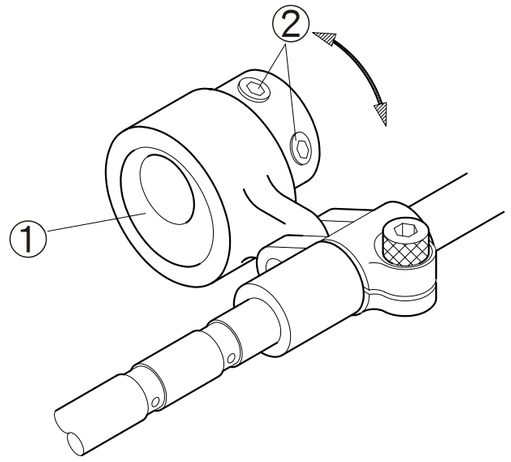

Fig. 9
3. Cuando ajuste, afloje el tornillo fijo 2 del elíptico 1, muévala de atrás a adelante para que ajuste la relación de ritmo entre la aguja y bucleador. (Fig. 9)